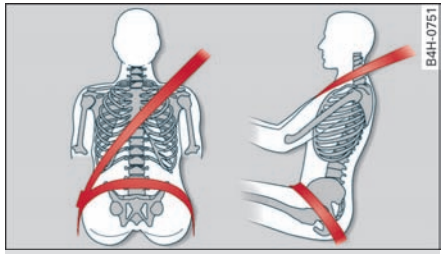

图 178 肩部与胯部安全带的系带方式
– 安全带在肩部应尽可能佩戴在锁骨中间并贴紧身体。拉住上部的锁舌将安全带缓慢匀速地拉出，围过胸部及髋部。髋部安全带部分应尽可能低，以免腹部受压。安全带应始终贴紧身体 ⇨ *图 178*。必要时应将安全带再稍稍拉紧。